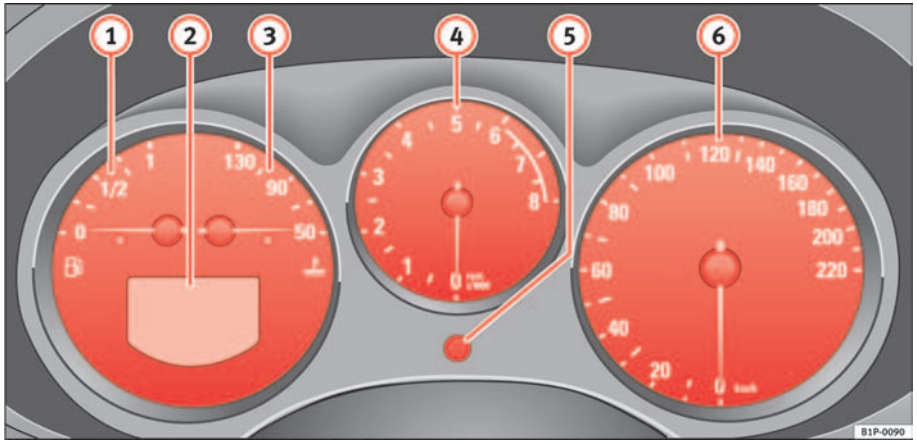

Fig. 33 Detail of the dash panel: Instruments
The start of the red zone on the dial ⇒ page 56, fig. 33 (4) indicates the maximum engine speed which may be used briefly when the engine is warm and after it has been run-in properly. However, it is advisable to change up a gear or move the selector lever to D (or lift your foot off the accelerator) before the needle reaches the red zone.
– Turn the setting knob ⇒ page 56, fig. 33 (5) anti-clockwise to the stop to set the hour. If the knob is turned briefly anti-clockwise the clock will advance one hour further.
The right-hand counter registers the short journeys. The last digit indicates steps of 100 metres. The trip recorder counter may be reset by the reset button ⇒ page 56, fig. 33 (6).